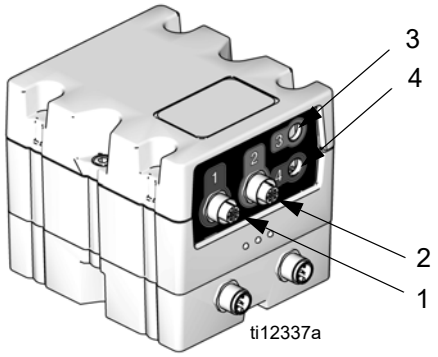

FIG. 12: Raccordements avant du Module de contrôle des fluides
2. Retirez les deux vis (C) et le MCF (A) de la base (B).
3. Fixez la base (B) au système avec quatre vis. Insérez les vis par le haut de la base, puis fixez-la au système.
4. Fixez le MCF (A) sur la base (B) avec deux vis (C).
5. Branchez les câbles à l'avant du Module de contrôle des fluides. Voir FIG. 12 et le tableau suivant.